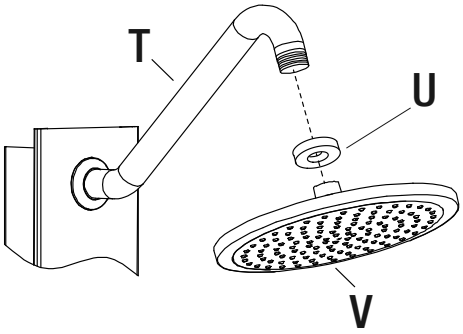

Fig.7
- Vérifiez que la rondelle en caoutchouc (U) préassemblée dans la pomme de douche (V) est bien installée.
- Vissez la pomme de douche (V) sur le bras de douche (T), voir fig. 7.